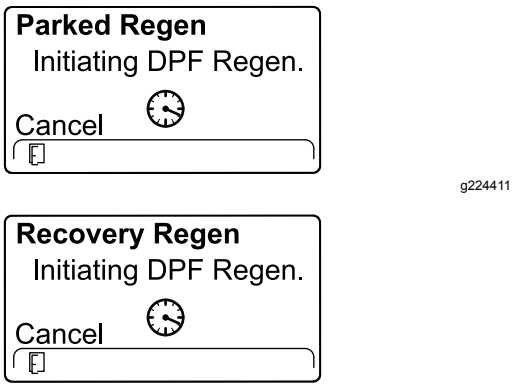

Figuur 55
5. Het InfoCenter toont de boodschap INITIATING DPF REGEN (Figuur 55).